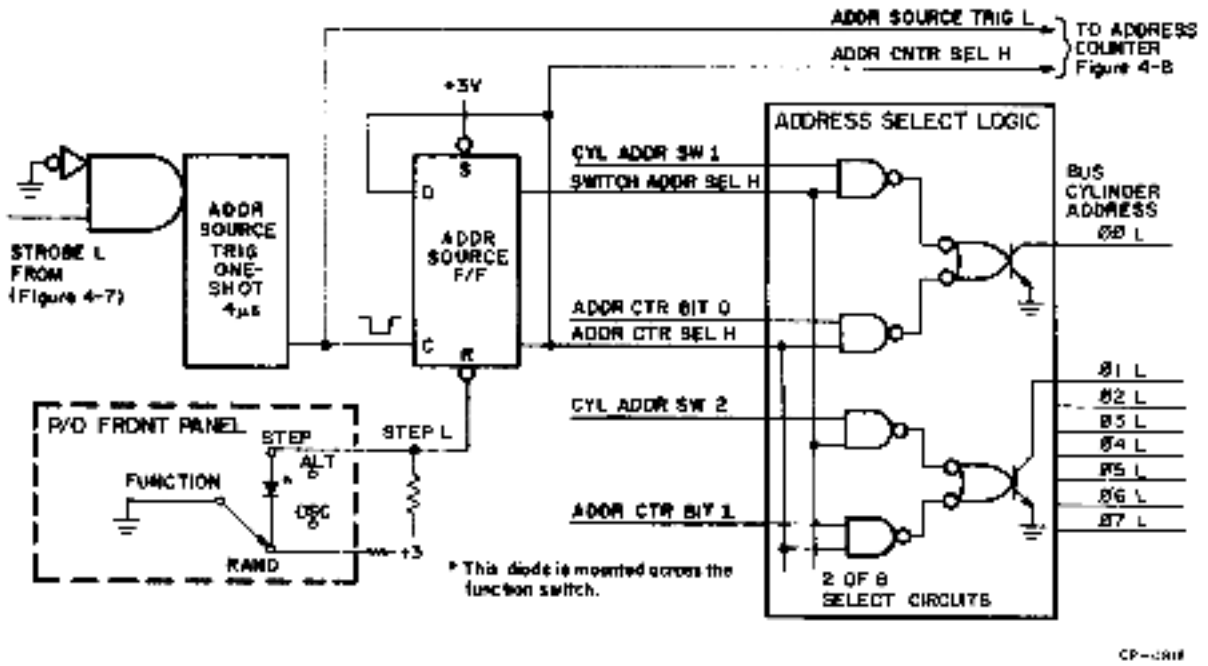

Figure 4-10 Cylinder Address Source Select Logic
4.3.2.4 Cylinder Address Source Select Logic – The cylinder address source logic (Figure 4-10) monitors the front panel Function switch and selects the cylinder address source in accordance with the mode of operation selected: